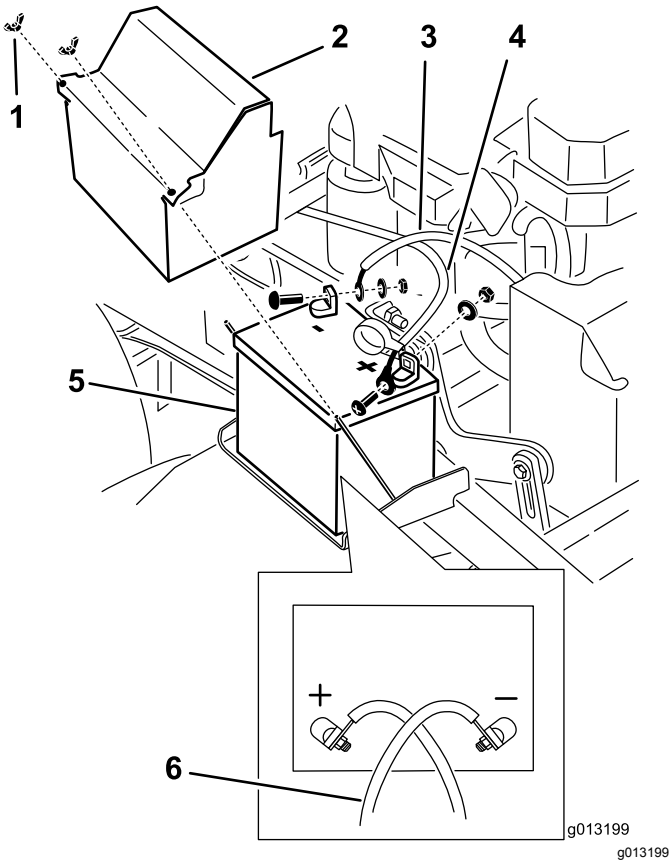

Figuur 52
3. Maak de minkabel los van de minpool (-) van de accu (Figuur 52).
5. Verwijder de pluskabel (rood) van de accu (Figuur 52).
6. Verwijder de bevestigingsplaat van de accu en verwijder de accu (Figuur 52).
1. Plaats de accu op de juiste plaats in de machine (Figuur 52).
3. Bevestig de pluskabel (rood) aan de pluspool (+) van de accu met een moer, ring en bout (Figuur 52).
5. Bevestig de minkabel en de aardingskabel aan de minpool (-) van de accu met een moer, ring en bout (Figuur 52).
Opmerking: De accukabels kruisen elkaar als ze op de juiste wijze zijn aangesloten (Figuur 52).